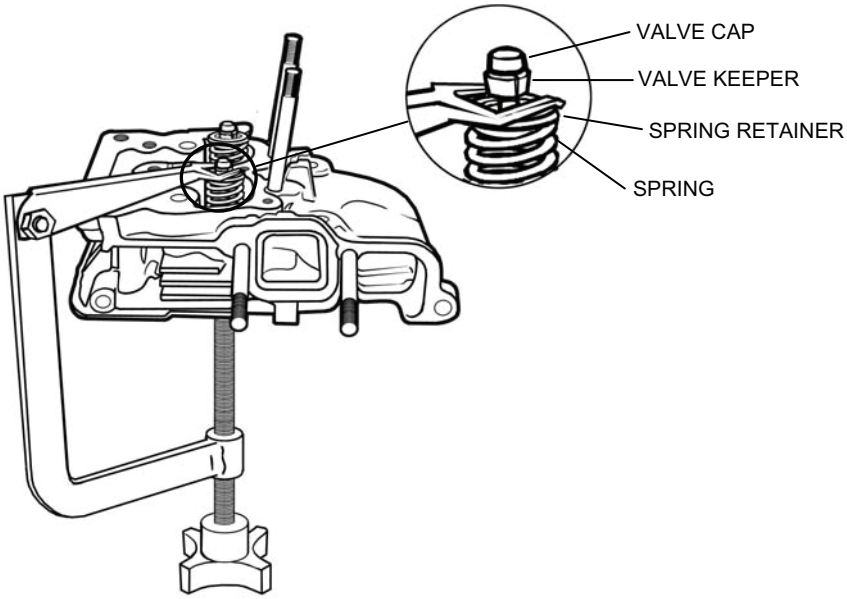

Figure 2. Compressing the Valve Spring
1. Compress the intake valve spring (see Figure 2).